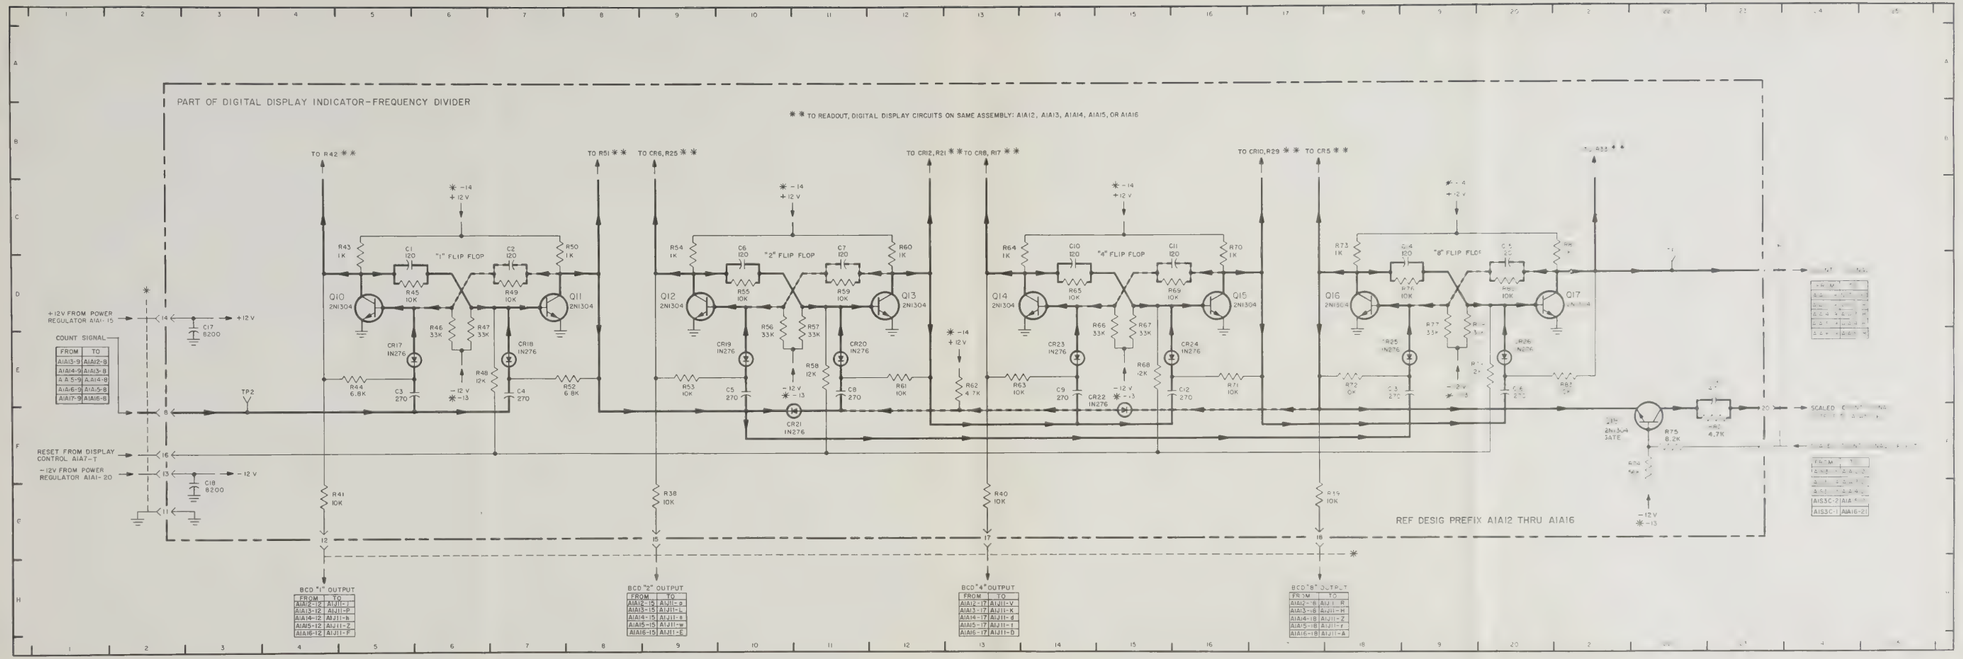

Figure 5-75. Count Decades, Frequency Divider Circuits on A1A12 through A1A16, Schematic Diagram
7. Counter portions of assemblies A1A12 through A1A16 are identical and are represented by figure 5-75.